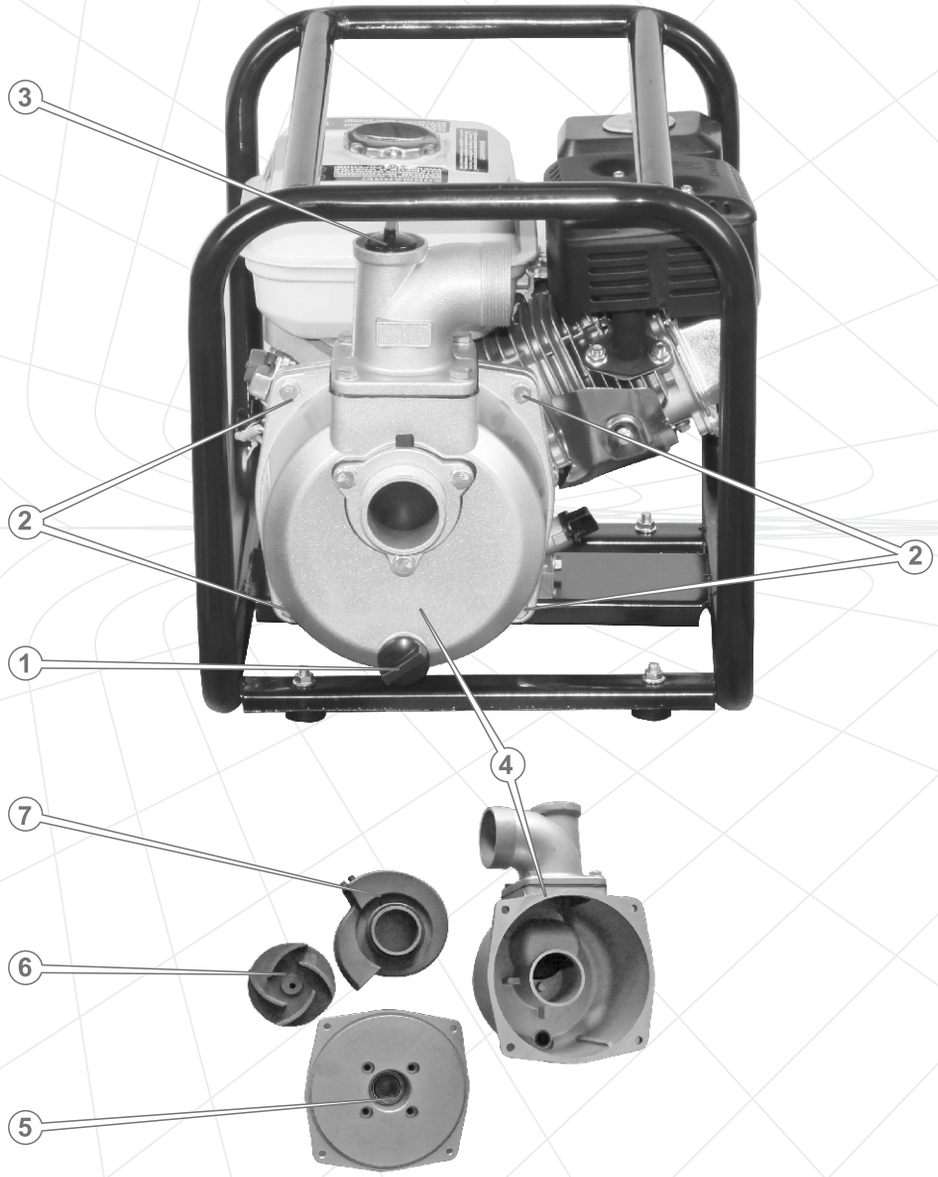

Рисунок 13
2. Открутите крышку горловины для заливки воды в насос (3) и пробку слива воды из насоса (1) (см. рисунок 13).
4. Открутите крепежные детали (2), фиксирующие переднюю крышку насоса (4) (см. рисунок 13) и извлеките крышку.
5. Очистите от грязи и посторонних предметов переднюю крышку насоса (4), заднюю крышку насоса (5), крыльчатку (6) и улитку (7) (см. рисунок 13).